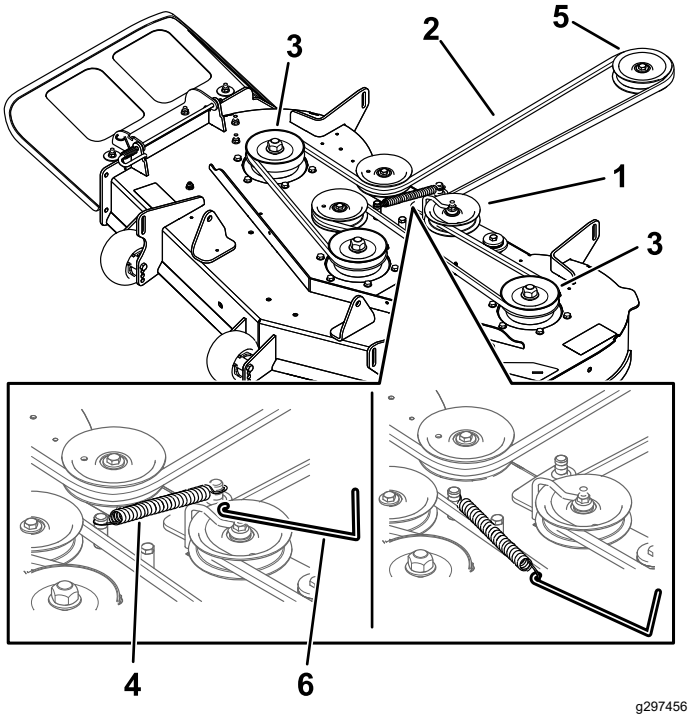

Figur 62
7. Använd ett fjäderborttagningsverktyg (Toro-artikelnr 92-5771) för att ta bort mellandrevets fjäder från klippdäckets krok så att spänningen på mellanremskivan minskar och rulla sedan av remmen från remskivorna (Figur 62).
8. Dra den nya remmen runt motorremskivan och klipparremskivorna (Figur 62).
9. Använd ett fjäderborttagningsverktyg (Toro-artikelnr 92-5771) och montera mellanremskivans fjäder på däckkroken så att mellanremskivans och klipparremmens spänning ökar (Figur 62).